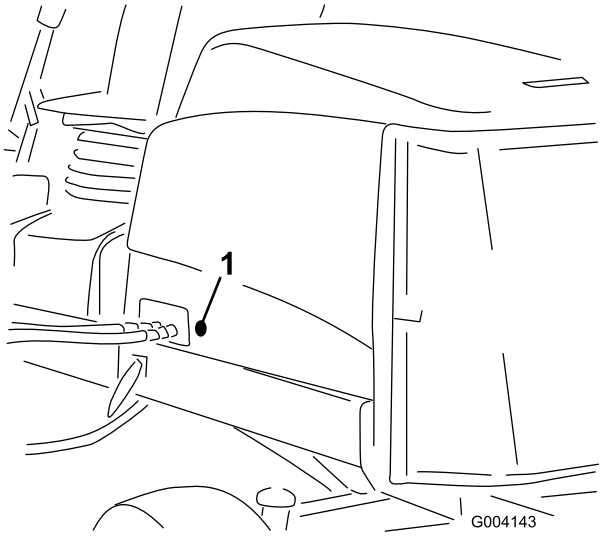

Figuur 17
2. Verwijder de rubberen ring uit de opening in de linkerkant van de motorkap (Figuur 17).